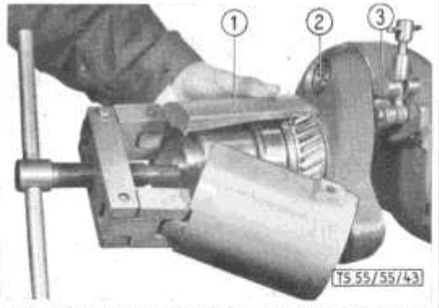

Bild 44: **Abziehvorrichtung zum Abziehen des Schrägzahnrades**
5. Vorderes Zahnrad und Innenring des vorderen Rollenlagers mit Abziehvorrichtung SK 11980 (44/1) abziehen (Bild 44).